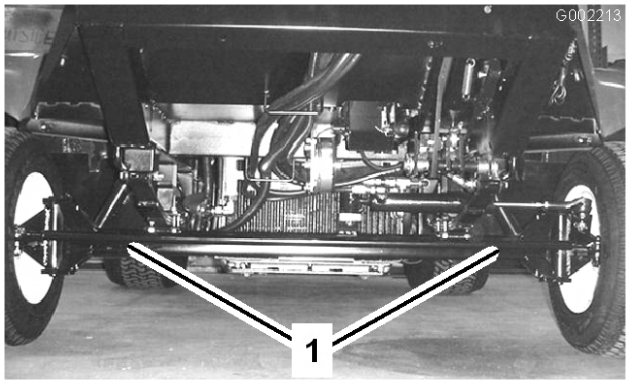
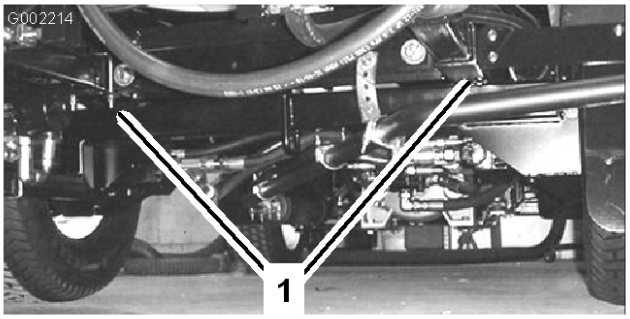

Figur 26
Figur 27
2. Fastgør et slæbetov på stellet. Se forreste og bageste trækpunkter i Figur 26 og Figur 27.